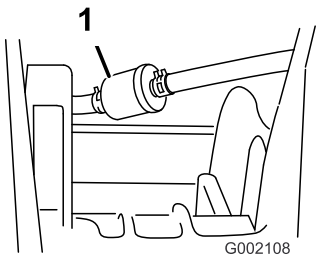

Figur 34
5. Fjern klemmene som fester drivstoffilteret til drivstoffslangene (Figur 34).